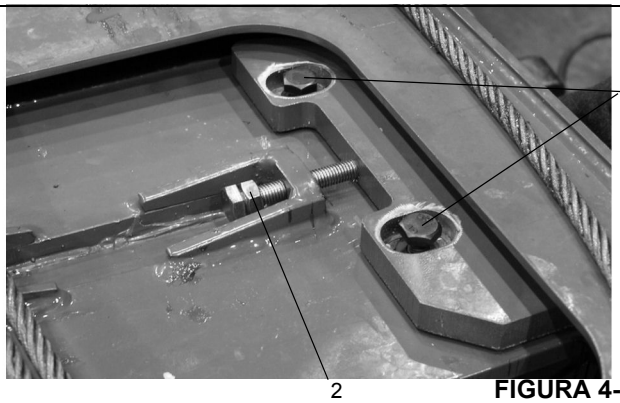

FIGURA 4-13
2. Quite el perno (Figura 4-13, 1), la arandela y la arandela descentrada que fijan cada almohadilla de desgaste ajustable superior trasera y saque las almohadillas de desgaste, las placas retenedoras y los pernos (Figura 4-13, 2) de la parte superior de la sección central interior. Observe la posición de las almohadillas de desgaste y de los suplementos para la instalación.